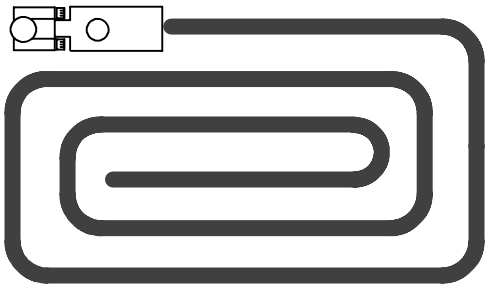

FIG. 10
2. Utilisez une forme en rectangle lors du nettoyage de pièces plus grandes (Figure 10).